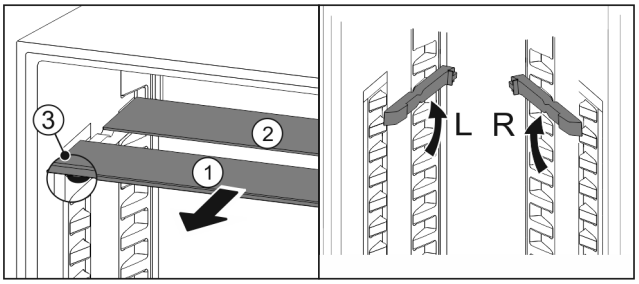

Fig. 194
▶ Extrageți *Fig. 194 (1)* pe rând plăcile de sticlă spre înainte.
▷ Placa de sticlă *Fig. 194 (1)* cu șipca decorativă se află în față.
▷ Opritoarele *Fig. 194 (3)* indică în jos.